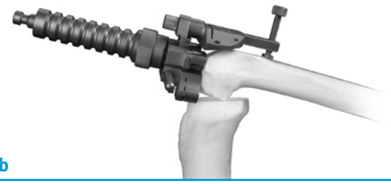

Fig. 75b
- Attach the cutting guide assembly onto the Revision IM Guide, and turn the thumb screw on the cutting guide until it contacts the anterior femoral cortex **(Fig. 75b)**.